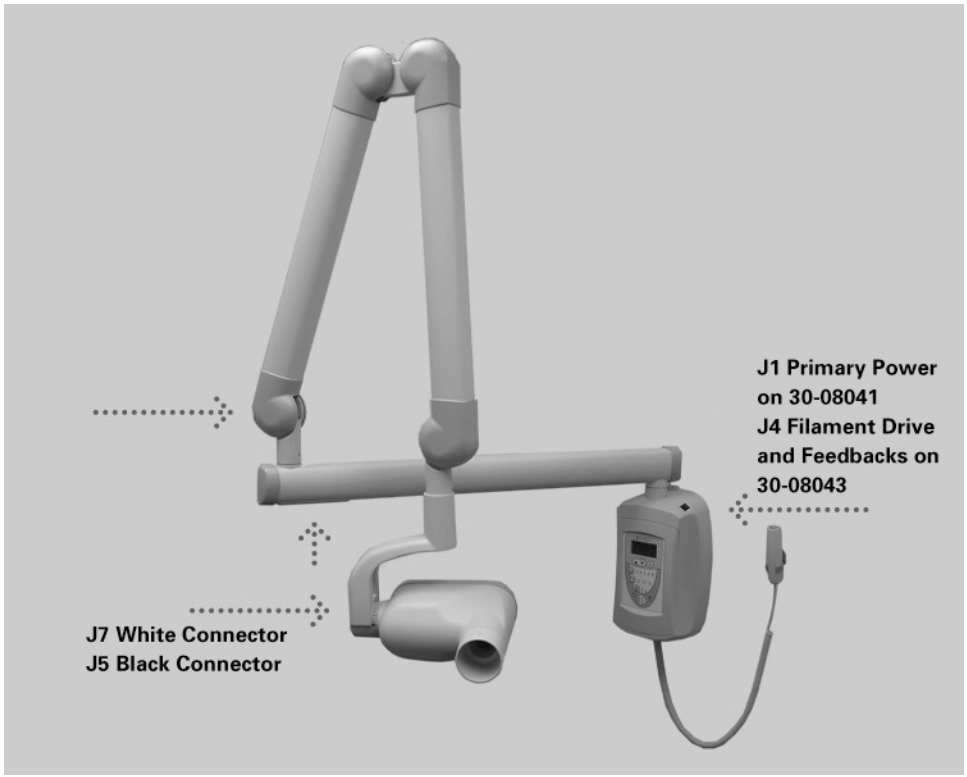

Figure 59
5. Check the condition of the cables between the Control Unit and the Tubehead assembly. If no X-ray occurs and no errors are displayed, the problem may lie within the conductors of the white connector (which is primary power to the Tubehead Assembly). If no X-ray occurs and the attempt is accompanied by a “snap” sound, the problem may lie with the conductors of the black connector (which is transmitting the feedback signals). Connections for this cable begin with controls at J1 of the Power Supply Board and J3 of the Logic Board. As shown in *Figure 59*, an internal set of connections will be accessed below the distal side of the horizontal arm and at the inside top of the Tubehead Yoke. The final set of connections is accessed by removing the Pivot Cap located at the attachment point of the Tubehead to the Yoke.
5. If these voltages are present, measure for the same values at the Tubehead Assembly at the connector J5 (black) on the blue and gray conductors and the blue and brown conductors. If the voltages are not present, inspect the inter-connect cables between the control and Tubehead Assembly. Connections for this cable begin with controls at J1 of the Power Supply Board and J3 of the Logic Board. As shown in *Figure 59*, an internal set of connections will be accessed below the distal side of the horizontal arm and at the inside top of the Tubehead Yoke. The final set of connections is accessed by removing the Pivot Cap located at the attachment point of the Tubehead to the Yoke.
Of particular importance are the conductors held by the black connectors. These conductors transmit the feedback values from the Tubehead Assembly and directly affect the control of power to the Tubehead Assembly. Connections for this cable begin with controls at J1 of the Power Supply Board and J4 of the Logic Board. As shown in *Figure 59*, an internal set of connections will be accessed below the distal side of the horizontal arm and at the inside top of the Tubehead Yoke. The final set of connections is accessed by removing the Pivot Cap located at the attachment point of the Tubehead to the Yoke.